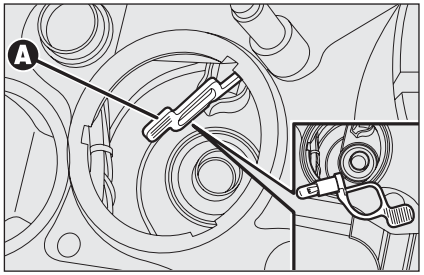

rys. 27 A0E0193m
- ❒ nacisnąć na zaczep **A-rys. 27**, wyjąć żarówkę i wymienić ją;